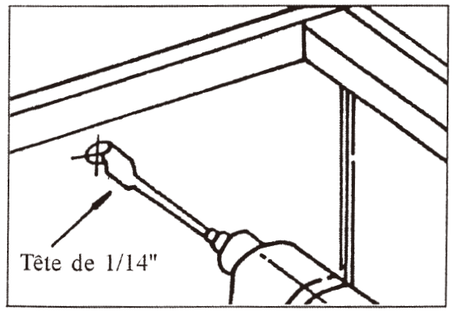

Fig. 10 Percer un trou d'accès pour le fil electrique.
5. Sur le cabinet, marquez la position du trou d'accès à travers lequel le câble d'alimentation sera inséré. Percez le trou d'accès avec une tête de perceuse de dimensions 1-/14''. (Fig. 10)